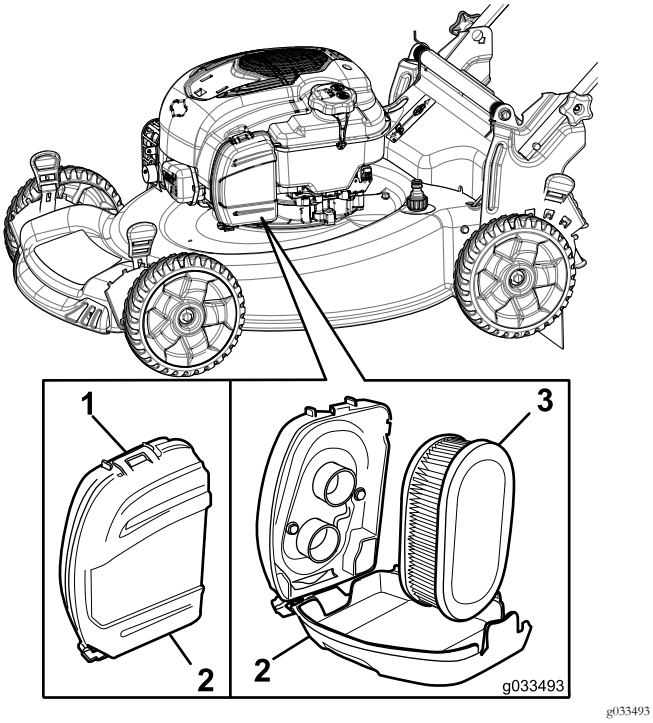

Bild 33
1. Entfernen Sie das Oberteil der Luftfilterabdeckung (Bild 33).
2. Entfernen Sie den Luftfilter (Bild 33).